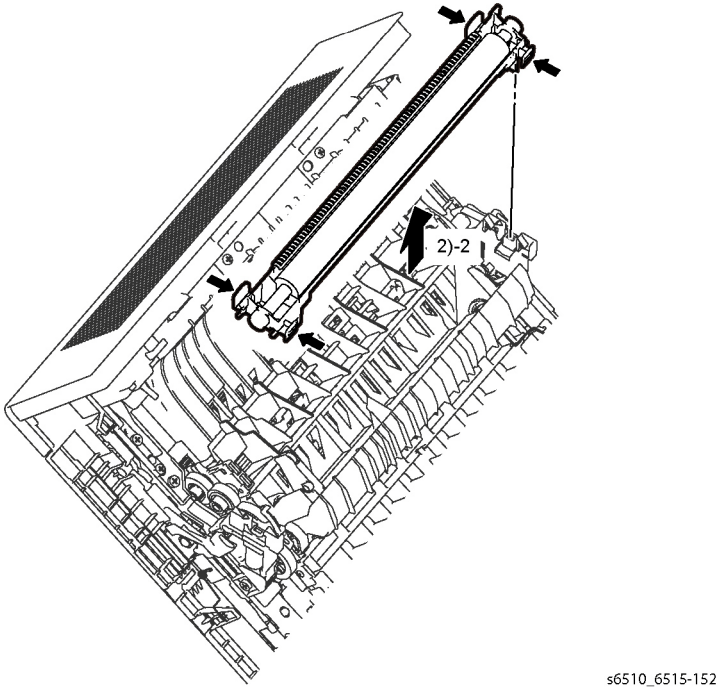

Figure 1 Remove the Second Bias Transfer Roller Assembly (SFP)
2. Refer to Figure 1 to release the four latches attaching the Second Bias Transfer Roller and remove the roller assembly.